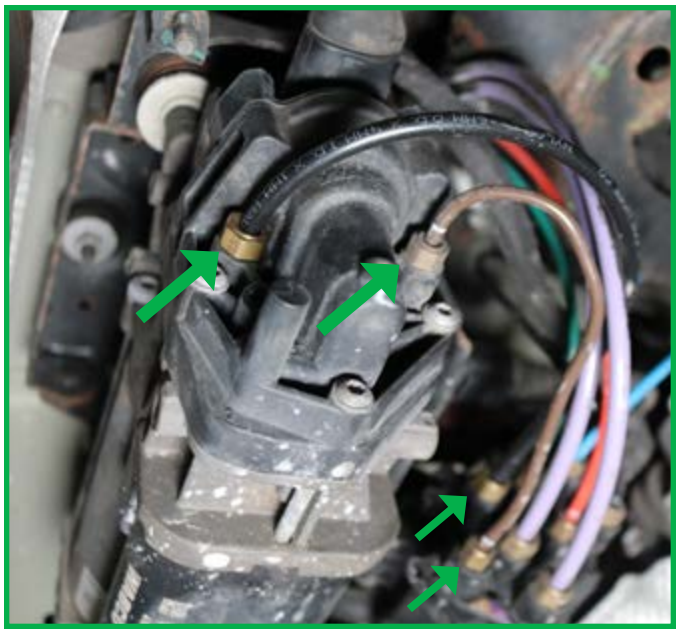

FIGURE 7
6. Disconnect the two (2) air lines from the compressor. Disconnect the same two airlines from the valve block. (Figure 7)